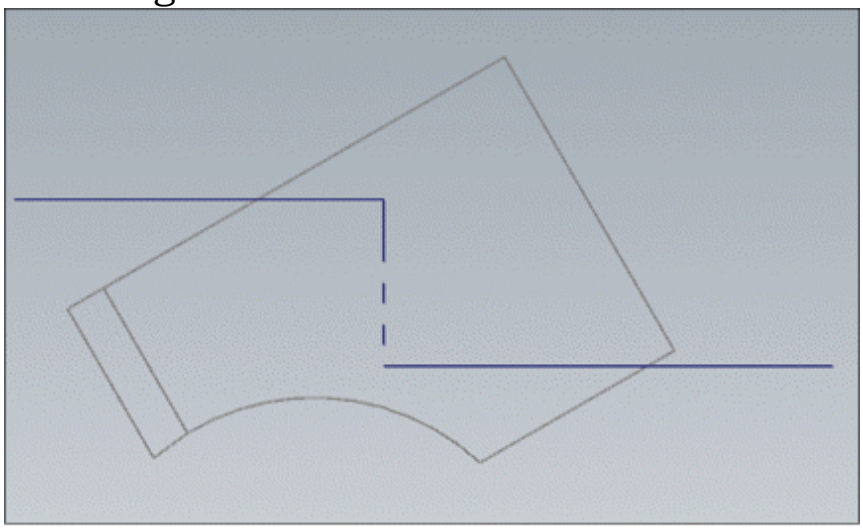

Figure-83. Preview of zigzag section line
- Set desired color and scale values in the edit boxes of dialog box and click on the **OK** button. The lines will be displayed and you will be asked to specify location to place section view; refer to Figure-83.